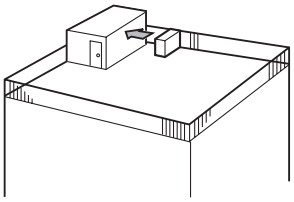

Fig. 2-3
① Richten Sie die Luftaustrittsöffnung mit einem Abstand von etwa 50 cm auf die nächstgelegene Wand aus. (Fig. 2-3)